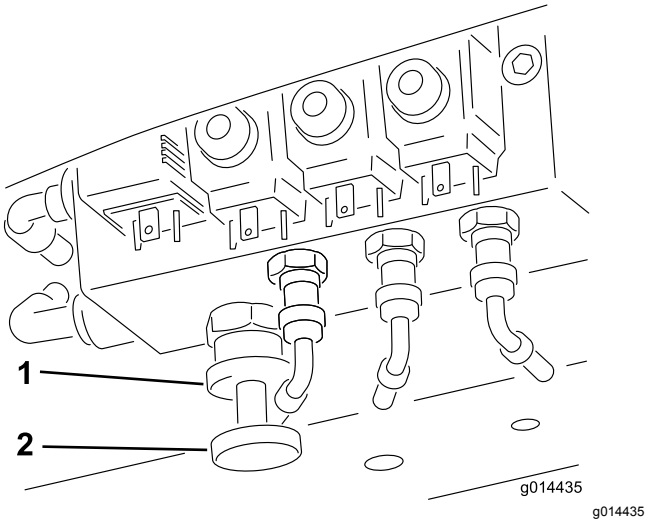

Rysunek 32
Aby załączyć układ przenoszenia obciążenia: Wartość przenoszonego obciążenia można dostosować do konkretnych warunków pracy, obracając pokrętło przenoszenia obciążenia (Rysunek 32) w następujący sposób:
1. Odkręć nakrętkę zabezpieczającą zaworu o pół obrotu w lewo i przytrzymaj ją w takiej pozycji (Rysunek 32).
2. Przekręć pokrętło zaworu (Rysunek 32) w lewo, aby zmniejszyć wartość przeniesienia obciążenia, oraz w prawo, aby zwiększyć wartość przeniesienia obciążenia.